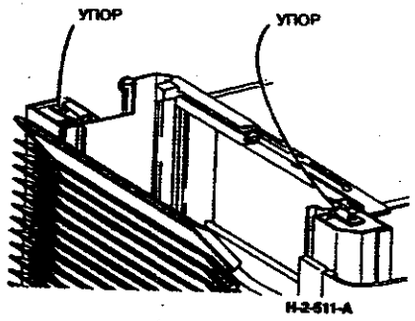

**Рисунок 3. Установка предохранительных упоров**
6. (Рисунок 3) Чтобы ячейки не съехали назад, установите на кулачки предохранительные упоры.